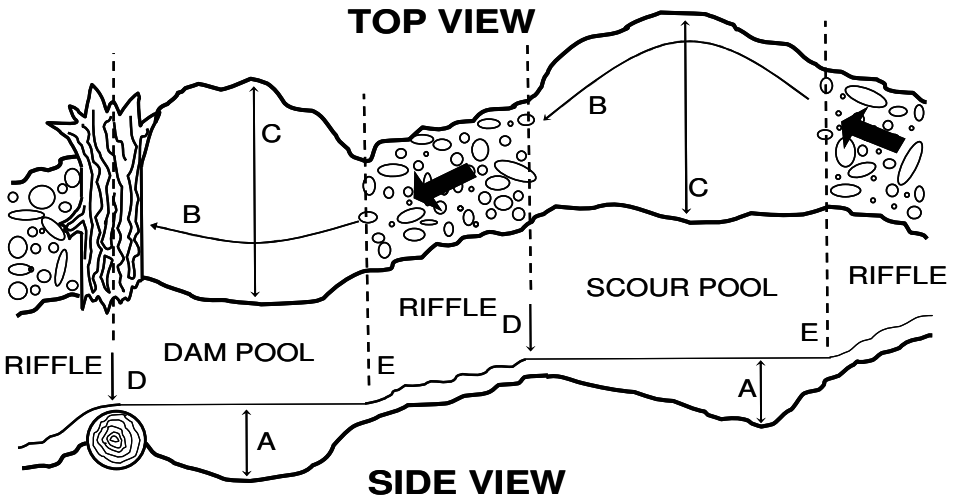

Figure 9. Top and side views of scour and dam pools. Max depth (A), length (B), width (C), tail crest (D) and head crest (E) are labeled.
1. Measure the pool length (nearest 0.1m), maximum depth (nearest cm), and pool tail crest depth (nearest cm) for each pool (Figure 9) that meet the above criteria.